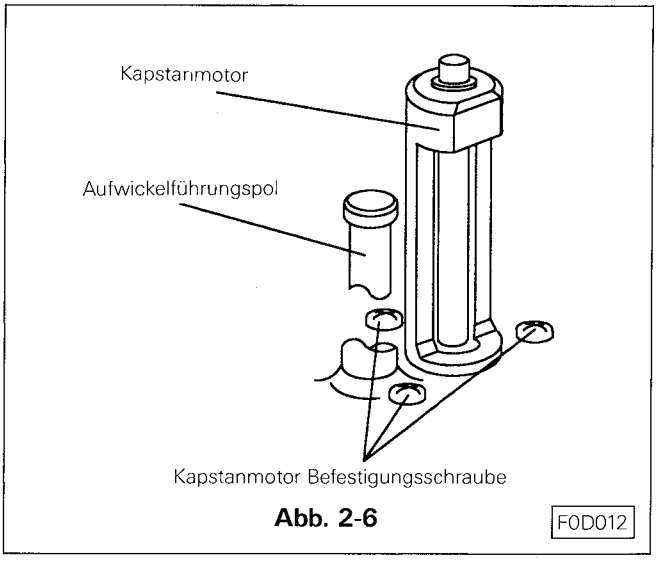

Abb. 2-6 F0D012
C. Die drei Befestigungsschrauben (siehe Abb. 2-6) und den Kapstanmotor entfernen.
A. Den Kapstanmotor mit den drei Schrauben befestigen. (Siehe Abb. 2-6)